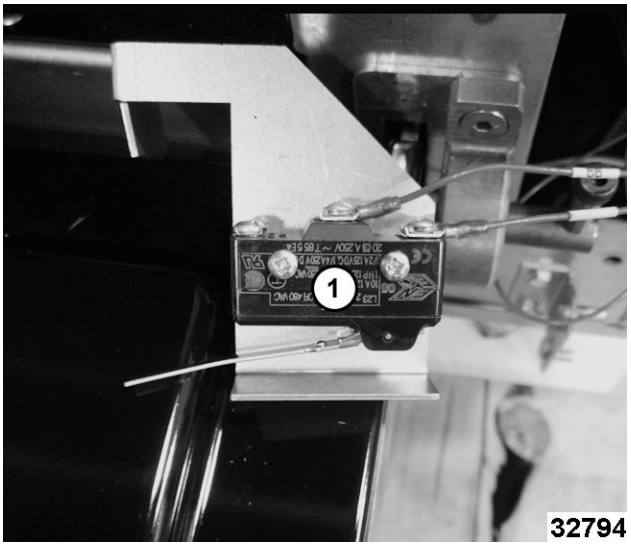

**Fig. 96**
4. Note and disconnect microswitch (1, Fig. 96) wiring.